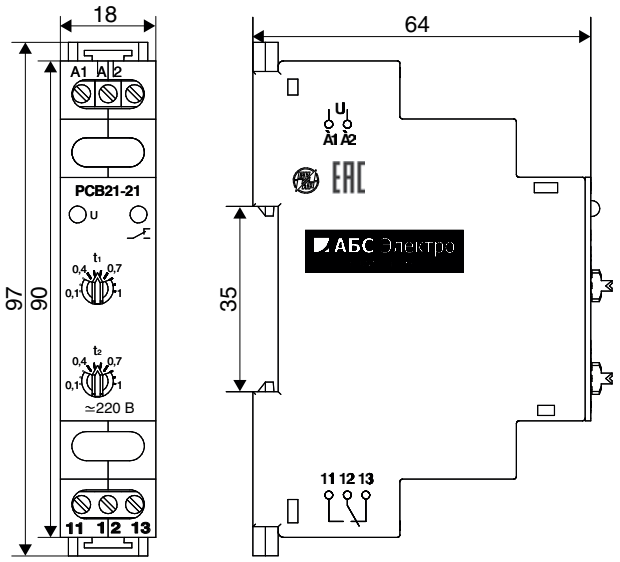

Рисунок 1. Реле с креплением на DIN-рейку
- на DIN-рейку 35 мм **(рисунок 1)**;